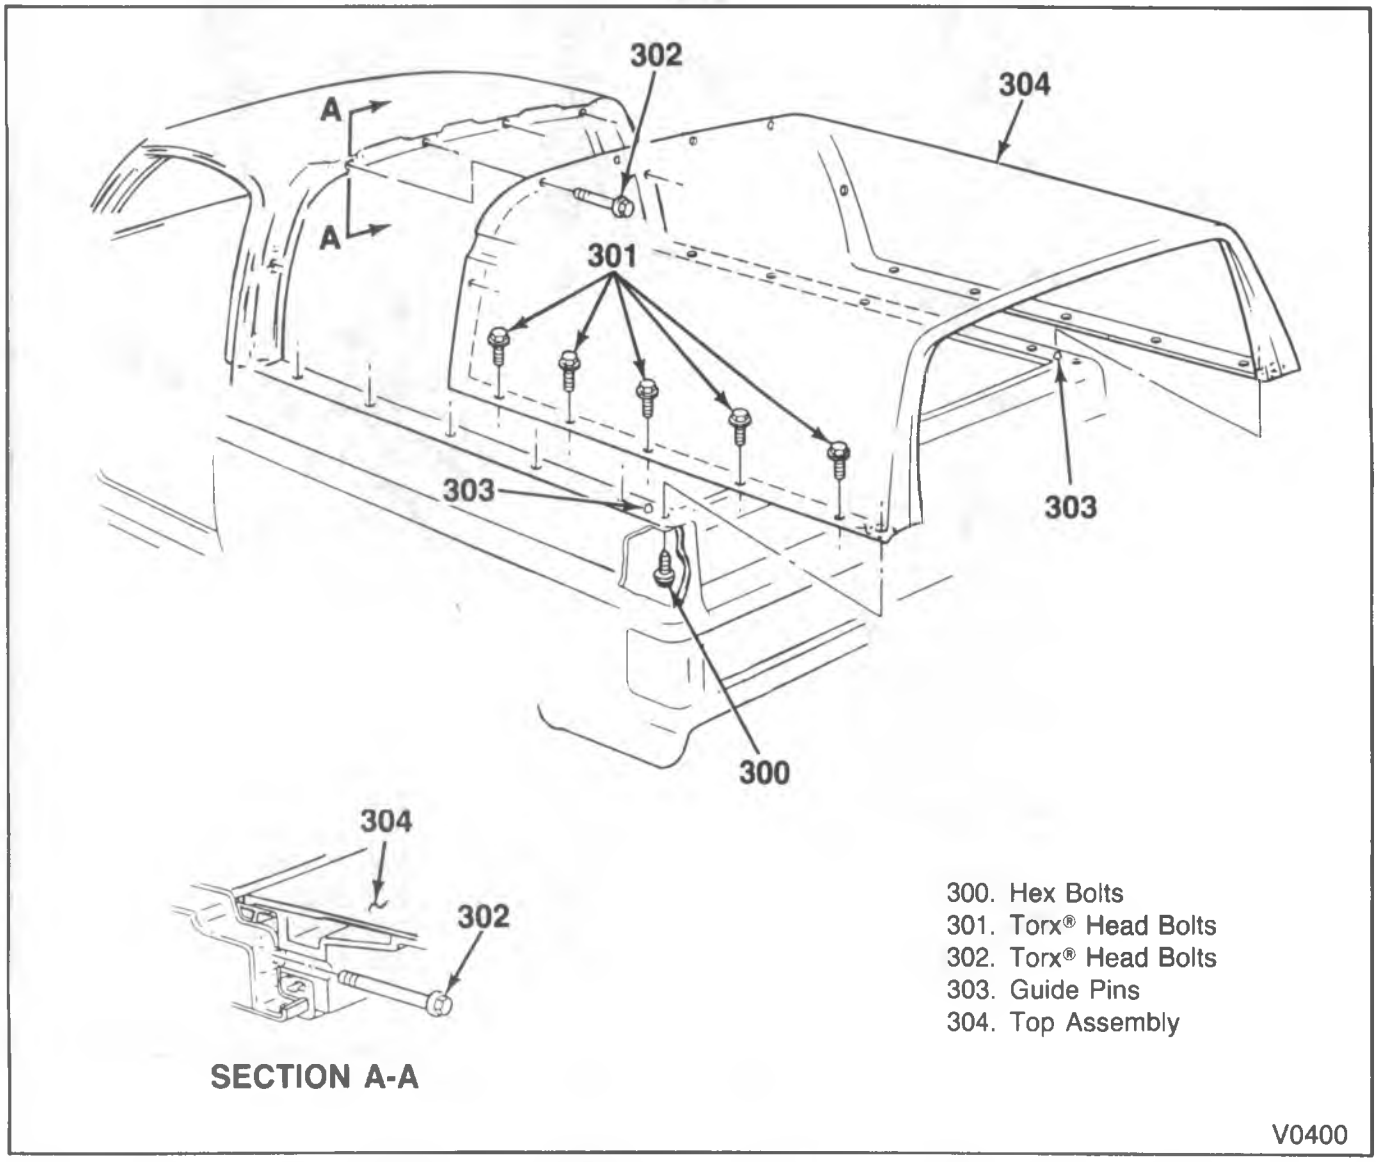

Figure 27—Fiberglass Top Attaching Points
Remove or Disconnect (Figure 27)
Install or Connect (Figure 27)
3. Top assembly (304) onto body, using sling as outlined above.
- Place top assembly onto box using the rear guide pins (303) as locators.
4. Mounting bolts (301), using J 35808, starting with the bolts at the rear and working forward, as shown in figure 27. When bolts (#1 through #4) are in place, remove clamp and install bolt #5. Next, install hex bolts (300) upwards into the top assembly.
5. Bolts (302) across front of top assembly into the cab, using J 35808.